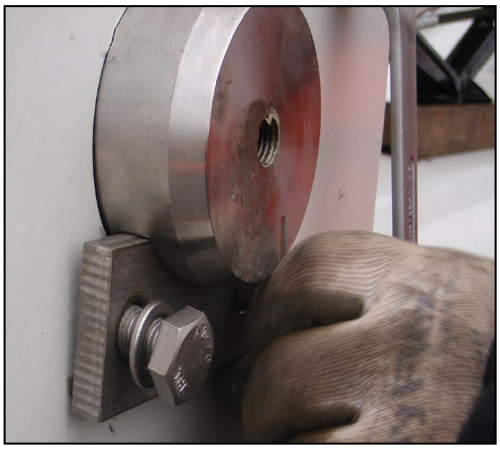

Figure 5
4. Lock the pins with the lock plates, see figures 5 and 6.